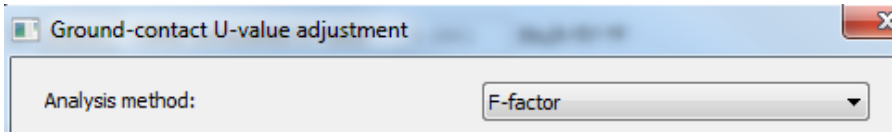

Figure 27 – F-Factor Analysis Method
- Change Analysis method to F-Factor (Figure 27)